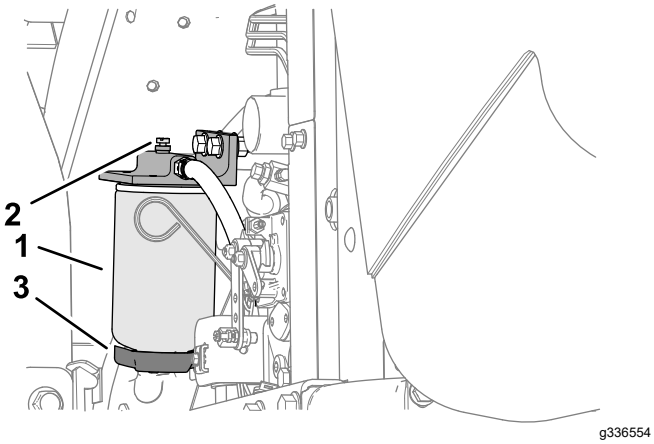

Rysunek 63
2. Odkręć śrubę spustową na dole obudowy filtra (Rysunek 63).
1. Wyczyść obszar wokół obudowy filtra (Rysunek 63).